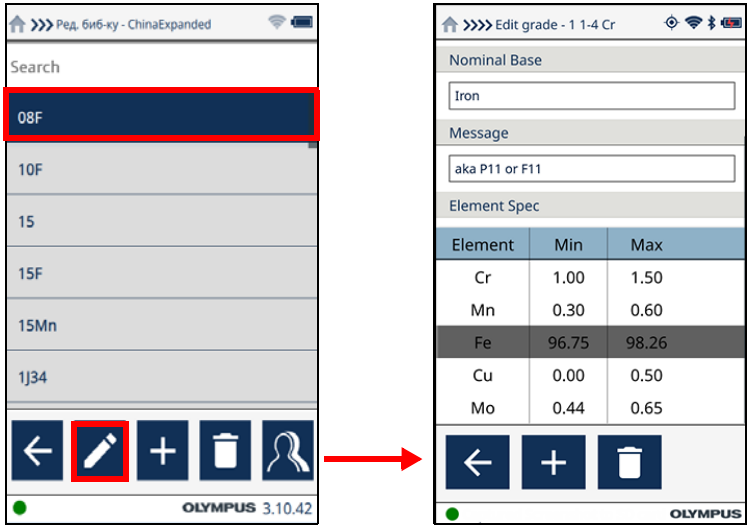

Рис. 2-78 Экраны Ред. библиотеку (слева) и Ред. марку (справа)
2. Выделите марку, щелкнув на нее, и нажмите кнопку **Редактировать** ( ), чтобы открыть экран **Ред. марку** (см. Рис. 2-78 на стр. 85).